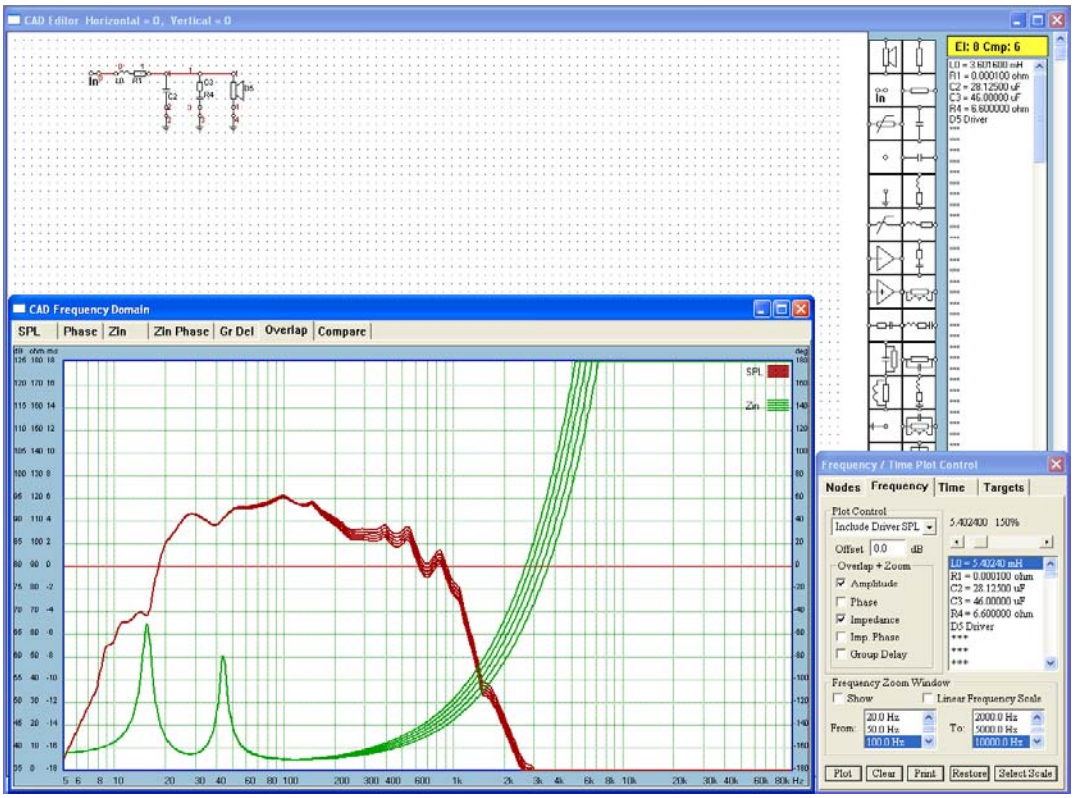

Figure 8.35. Example of "Tweaking" components using "Adjust" function.
In order to facilitate a shortcut to component value entry, we have implemented "Adjust" function. The function is accessed from a list box located on the "**Frequency/Time Domain Plot Control**" Tab – see Figure 8.35. The dialogue box allows you to manually adjust the value of the selected component **within 1% - 1000%** of its original value. All five curves: (1) Amplitude, (2) Phase, (3) Impedance, (4) Impedance Phase and (5) Group delay curves can be nominated to be displayed while the selected component is being tweaked. Finally, a "Clear" function is also provided to clear congested screen.